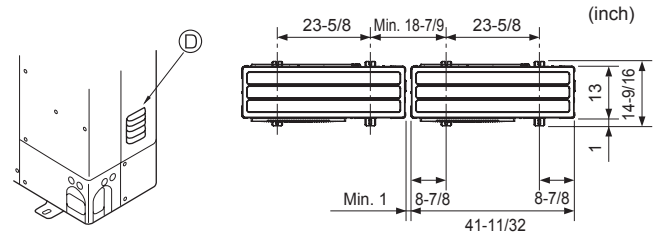

Fig. 3-1
- Bien installer l’appareil sur une surface solide et de niveau, de façon à éviter tout bruit de crécelle pendant le fonctionnement. (Fig. 3-1)